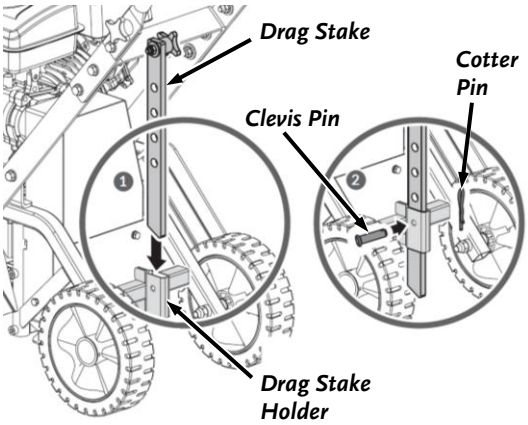

Figure 18
1. Remove the Cotter Pin and Clevis Pin (***Figure 18***).